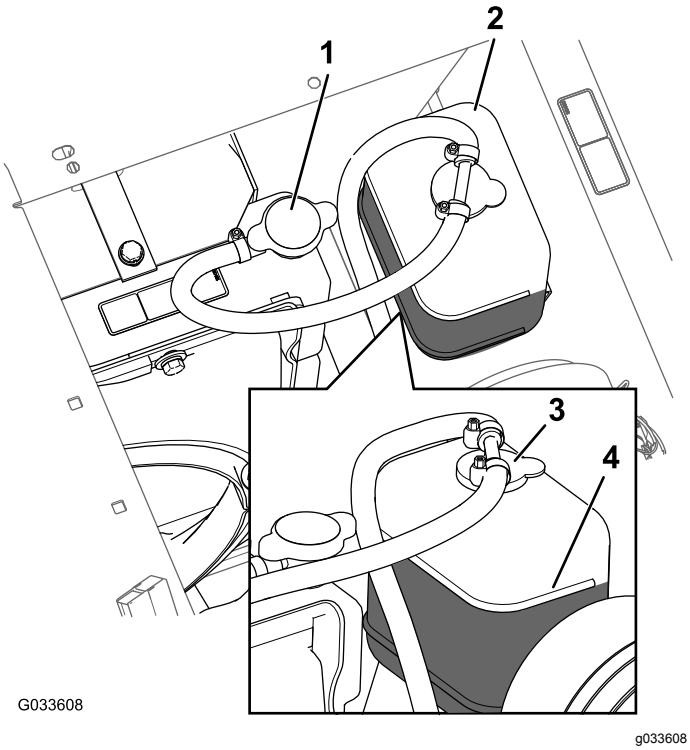

Figur 85
3. Ta radiatorlokket og ekspansjonstanklokket forsiktig av (Figur 85).
Merk: Fyll radiatoren opp til toppen av påfyllingshalsen og ekspansjonstanken opp til FULL-merket (Figur 85).
5. Hvis kjølevæskenivået er lavt, kan du fjerne ekspansjonstanklokket og radiatorlokket, og fylle ekspansjonstanken til FULL-merket og fylle radiatoren til øverst i påfyllingshalsen (Figur 85).
6. Sett på radiatorlokket og ekspansjonstanklokket (Figur 85).
2. Når motoren er kjølig kan du ta av radiatorlokket (Figur 85).